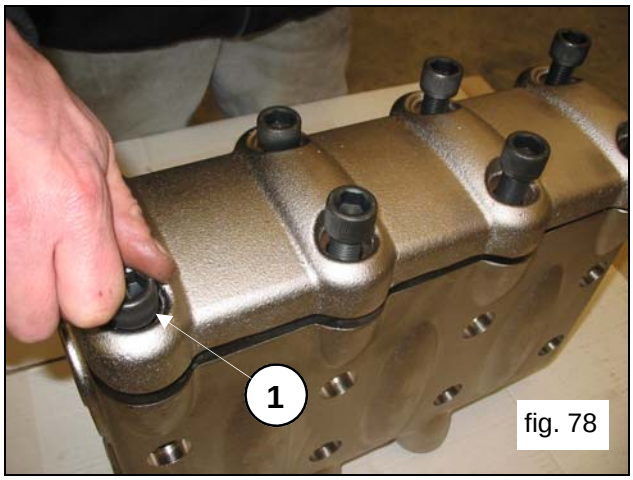
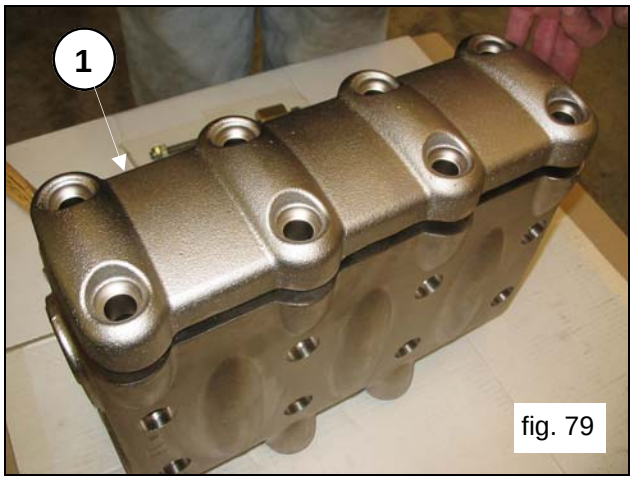

fig. 78
fig. 79
Unfasten the 8 M16x55 screws of the valve cover (pos.①, fig.78) and remove the cover (pos.①, fig.79).